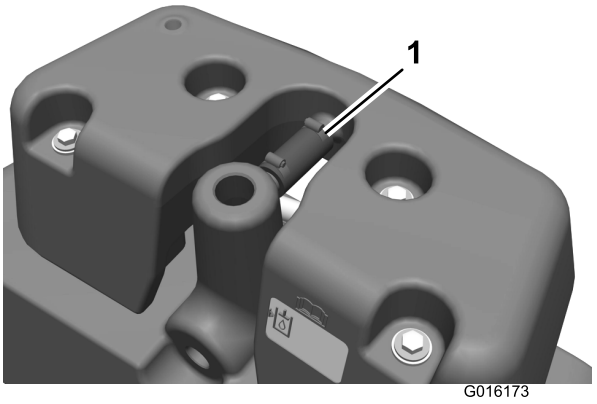

Figur 2
8. Lossa slangklämmorna med snäckskruv och ta bort expansionsslangen (Figur 2).
2. Indikeringspil på mutter (2)
24. Anslut expansionsslangens fria ände till röret på läckagedetektorn med en slangklämma med snäckskruv (Figur 2).